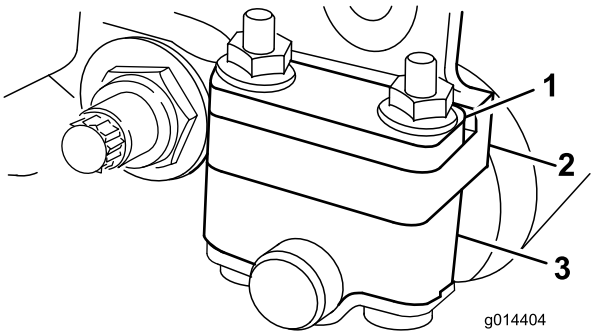
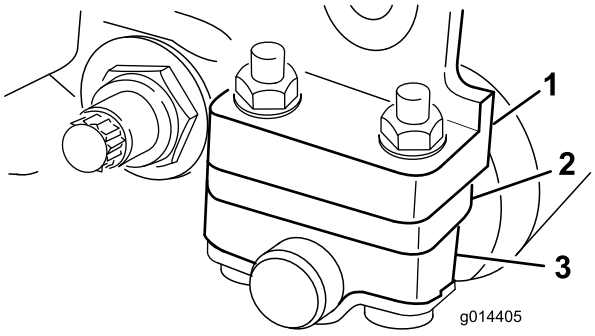

Figuur 11
Figuur 12
1. Stel de achterrolbeugels (Figuur 11 of Figuur 12) in op de lage of hoge stand, afhankelijk van het gewenste maaihoogtebereik.
Plaats het afstandsstuk boven de montageflens van de zijplaat (fabrieksinstelling) als de maaihoogte-instellingen variëren van 1,6 mm tot 6,4 mm (Figuur 11).
maaihoogte-instellingen variëren van 3,2 mm tot 25 mm (Figuur 12).